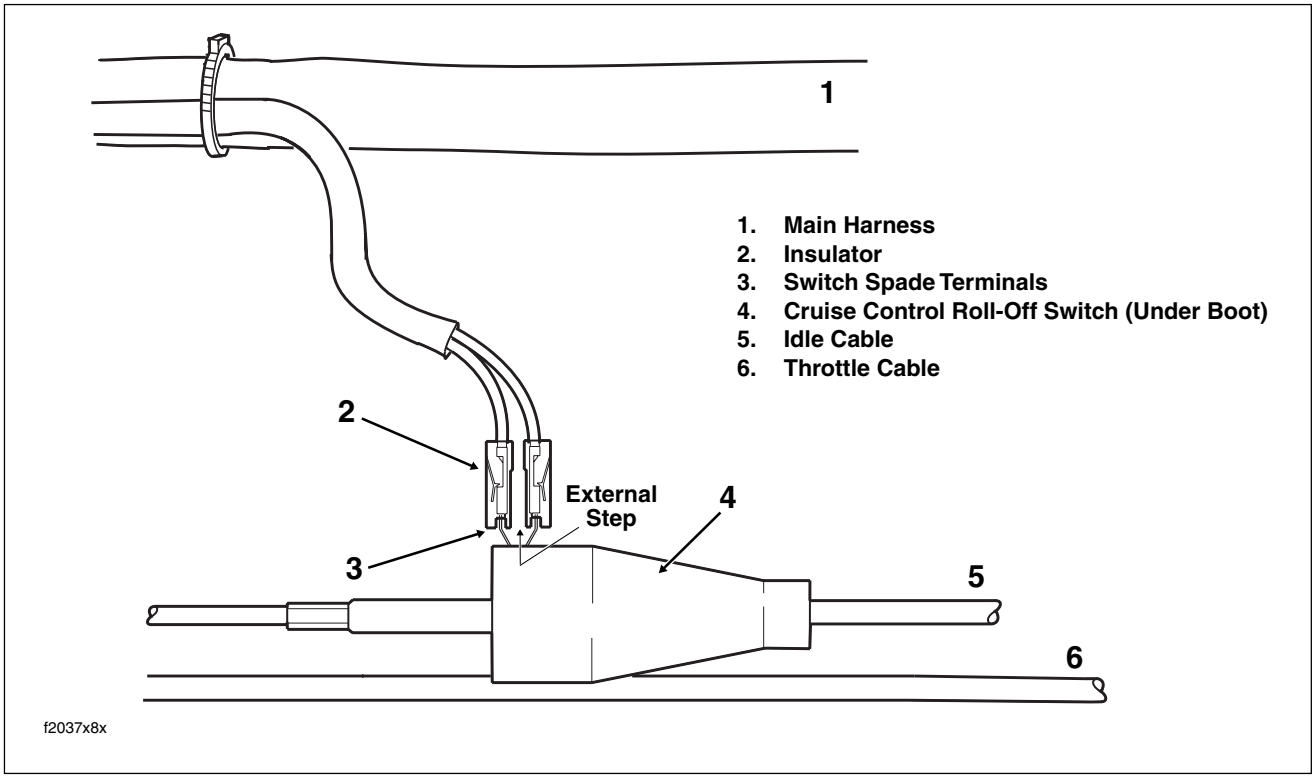

Figure 8-132. Throttle/Idle Cable Configuration (Right Side View)
4. Locate the cruise control roll-off switch plumbed into the idle cable on the right side of the frame backbone (just rear of the steering head). Push rubber boot on switch forward and remove insulators from switch spade terminals. See Figure 8-132.
7. Slide the insulators onto the switch spade terminals (polarity is not a factor). For maximum insertion, be sure that the external step on the insulators face each other. See Figure 8-132.